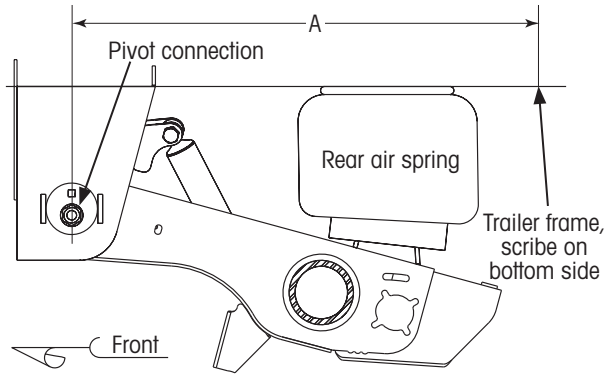

Figure 43: Sample locating measurement (AANT shown)
1. Refer to applicable installation drawings[1] to **measure A** (Figure 43) and **locate** the support arm assembly on the trailer frame.